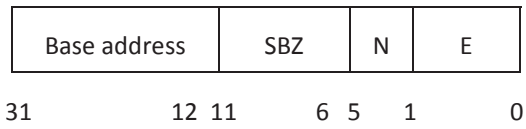

Fig. 5.9.1
- To define the size of a region CP15:c6 register is used. The structure of the same is shown in the Fig. 5.9.1.